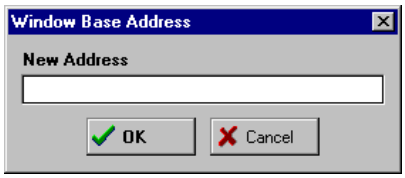

Figure 6-5. ***Window Base Address*** **Dialog**
- **Set PC at Cursor:** Choose this option to set the Program Counter (PC) to the current cursor location.
- **Gotil Address at Cursor:** Choose this option to execute the source code until the Program Counter (PC) gets to the line at the current cursor location. When PC gets to that point, execution stops.
- **Set Base Address:** Choose this option to open the *Window Base Addres*s dialog (Figure 6-5) and set the new address for the first code line in the Code Window.